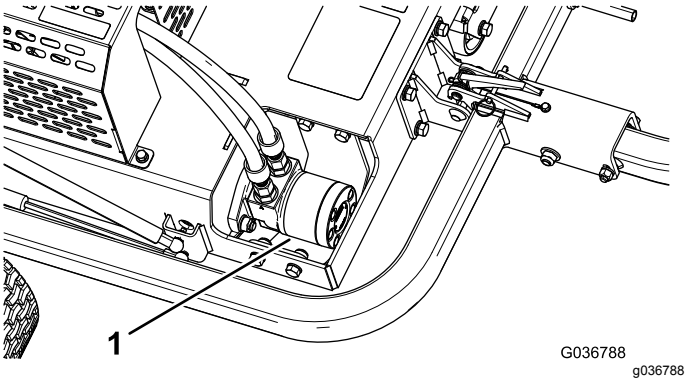

Rysunek 40
3. Oczyść obszar wokół silnika hydraulicznego, usuwając z niego ziemię i zanieczyszczenia (Rysunek 40).